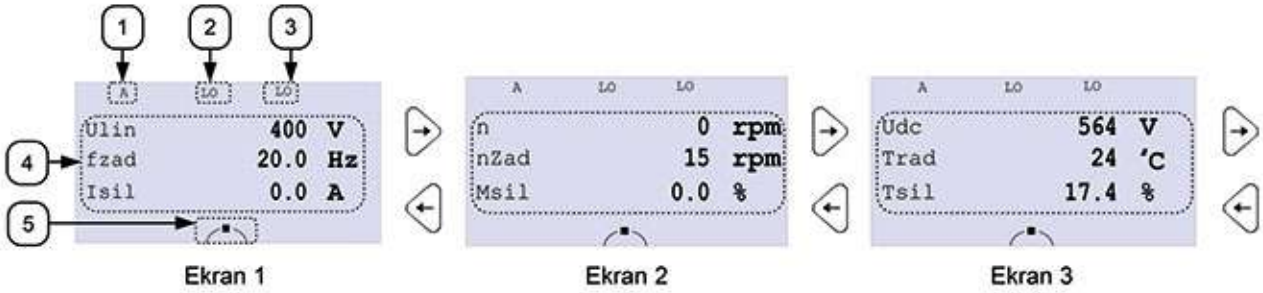

Rys. 3.2 - Przykładowy widok wyświetlacza w „widoku podstawowym" – ekrany: 1, 2 i 3
Po włączeniu przemiennika do sieci, panel sterujący włącza się w *„widoku podstawowym"* (ekran 1) jak to przedstawiono na rys. 3.2.
Na każdym z ekranów informacje są wyświetlane w 5 umownych segmentach: (1) - (5) (rys. 3.2 - ekran 1). Poszczególne ekrany różnią się między sobą tylko informacjami wyświetlanymi w segmencie (4). Informacje wyświetlane w tym segmencie służą do monitorowania 3 wybranych wartości (osobno dla każdego ekranu) - np. napięcie zasilające *Ulin*, częstotliwość zadana *fzad*, prędkość procesu *nPro*, itp. Wyświetlany może być dowolny parametr z grupy „0 Podgląd". Dodatkowo dla dwóch pierwszych linii ekranu 1 można ustawić dwie różne monitorowane wartości - osobno dla stanu pracy (Run) i zatrzymania (Stop) przemiennika. Szczegółowy opis zmiany wielkości wyświetlanych został opisany w punkcie „3.4. Zmiana wielkości wyświetlanych w widoku podstawowym. Na rys. 3.2 przedstawiono domyślnie wyświetlane wielkości.